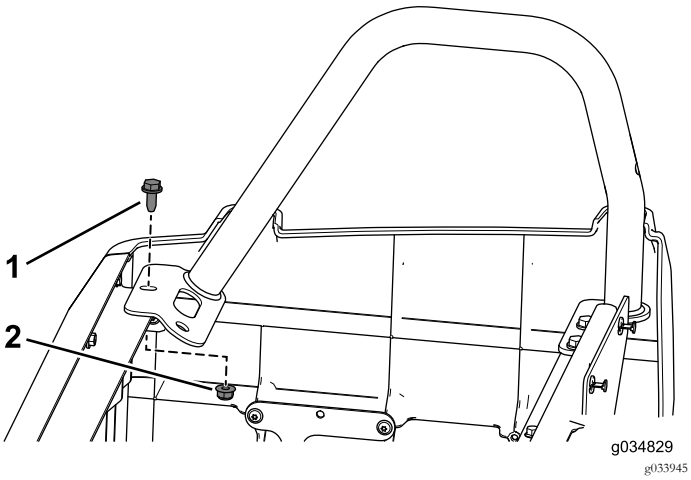

Figur 53
1. Ta bort den främre flänsskruven och flänsmuttern på höger höftskydd (Figur 53).